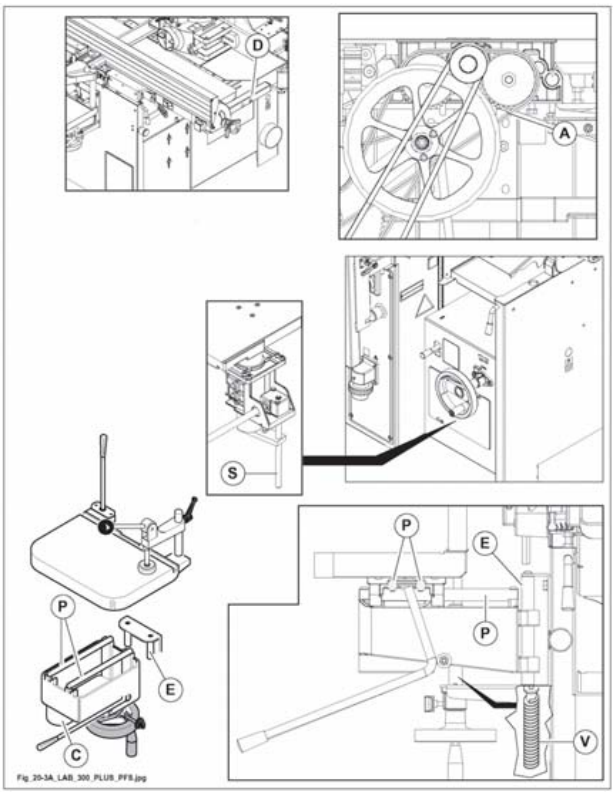

Fig. 20.3A
1) la vite di sollevamento (V fig. 20.3A) della cavatrice (OPT).
2) Piano spessore - La vite di sollevamento (S fig. 20.3A).
3) Catena di trasmissione (A fig. 20.3A) del moto ai rulli di avanzamento.
1) la barra di scorrimento (D fig. 20.3A) della guida filo.
2) Le barre di scorrimento (P fig. 20.3A) del piano cavatrice (OPT).
3) Le guide (E fig. 20.3A) per scorrimento cavatrice (OPT).